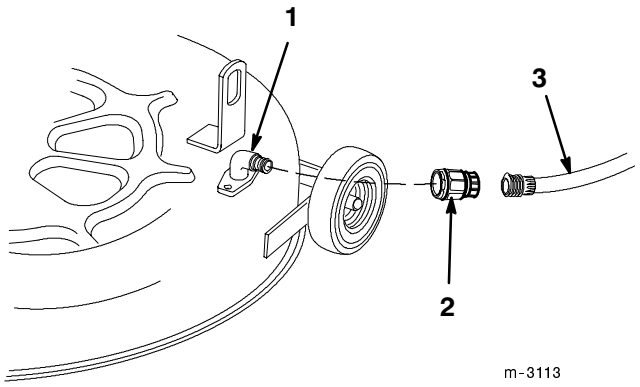

Bild 33
2. Drehen Sie eine Schlauchkupplung auf die Kupplung am Schneidwerk-Spülanschluss und drehen das Wasser mit starkem Druck auf (Bild 33).